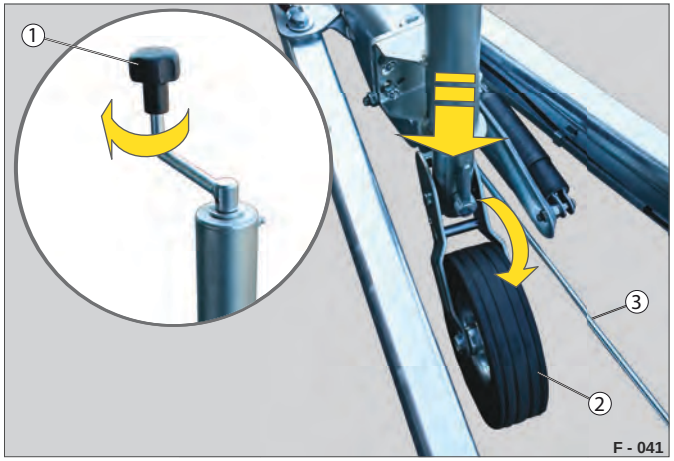

Fig. 15 Neddrejning af støttehjul
▶ Drej automatikstøttehjulet (Fig. 15 /2) forbi ved siden af bremsestangen (Fig. 15 /3) og ned til jorden.